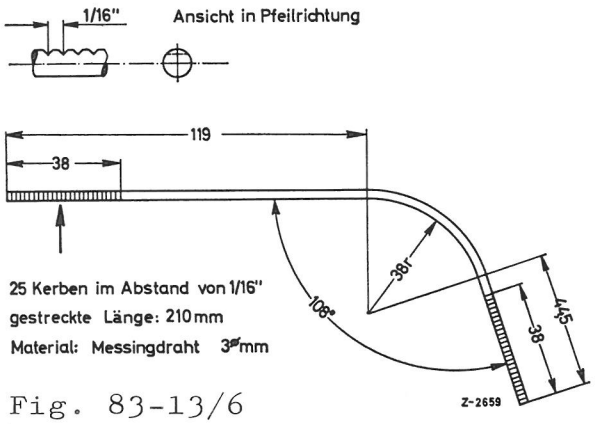

Fig. 83-13/6
Der ventes nu så længe, at manometeret viser overtryk, da skal også trykventilen (4) lukkes (fig. 83-13/5).